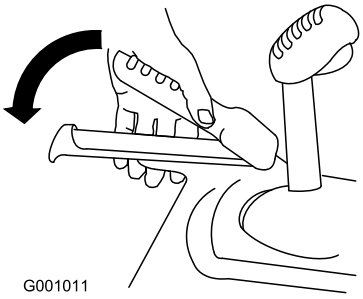

Rysunek 27
1. Aby włączyć napęd trakcyjny, przyciśnij lewą ręką dźwignię (trakcji) do uchwytu (Rysunek 27).